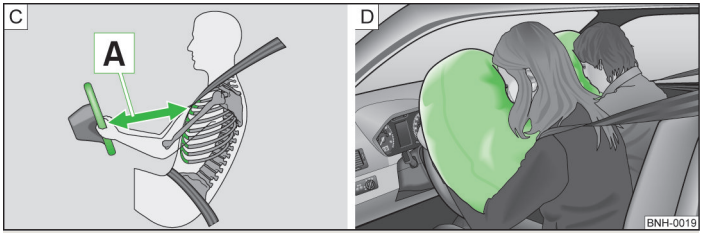

Fig. 117 **Safe distance to steering wheel/inflated airbags**
When the airbags are deployed, they inflate in front of the driver and front passenger » Fig. 117 - D. The forward movement of the driver and of the front passenger is cushioned when they make contact with the fully inflated airbag and the risk of injury to head and chest is thus reduced.
- For the driver and front passenger, it is important to maintain a distance of at least 25 cm to the steering wheel or dashboard A » Fig. 117. Not maintaining this minimum distance will mean that the airbag system will not be able to properly protect you - hazard! The front seats and the head restraints must always also be correctly adjusted to match the body size of the occupant.